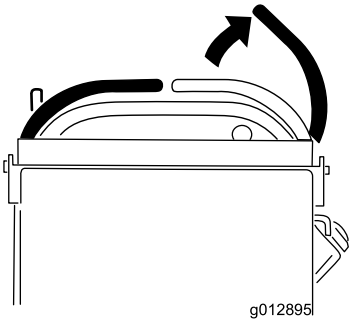

Figuur 12
- Zet de rijhendels in de neutraalstand en zet de rechterrijhendel in de vergrendelde neutraalstand (Figuur 12).